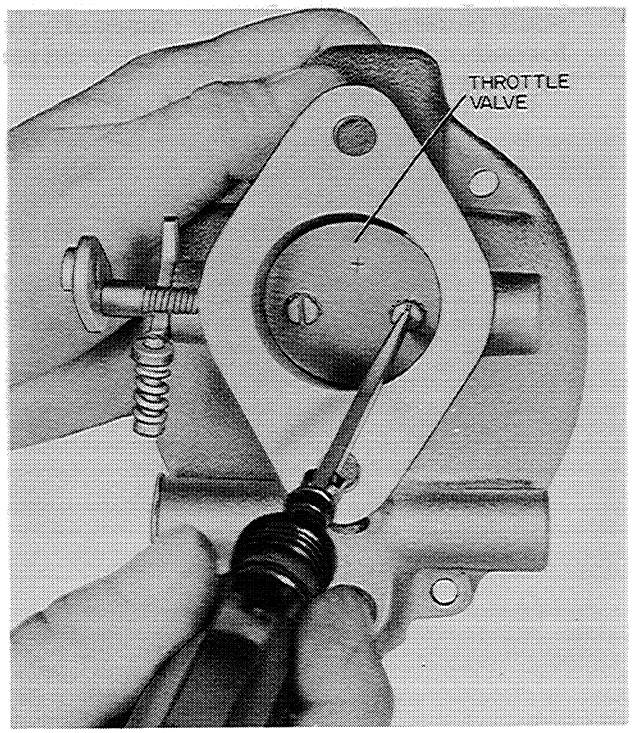

Figure N-16
8. Remove the throttle valve screws and the throttle valve, Figure N-16.